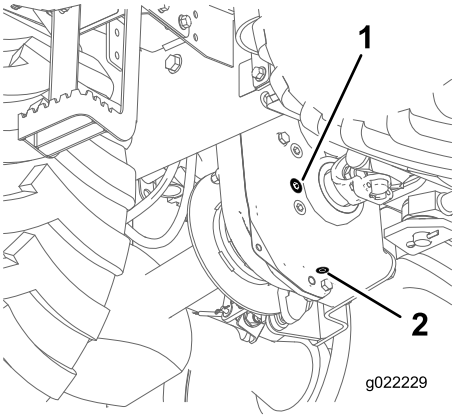

Figure 29
2. Nettoyez la surface autour du bouchon de remplissage avec un solvant de nettoyage (Figure 29).